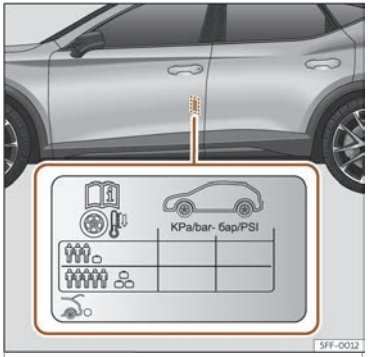

Fig. 219 Localización do adhesivo da presión de inflamento dos pneumáticos.
- Adapte a presión dos pneumáticos á carga que leva o vehículo››› **fig. 219**.
Os valores da presión de inflamento están indicados na etiqueta adhesiva situada na parte posterior do marco da porta dianteira esquerda››› **fig. 219**.
A presión dos pneumáticos débese adaptar á carga actual do vehículo. Se o vehículo vai ir cargado ao máximo, debe aumentar a presión de inflamento ao valor máximo de carga indicado na etiqueta adhesiva››› **fig. 219**.
No caso dunha roda de emerxencia minimizada (125/70 R18), inflar ata 4,2 bar de presión segundo se indica na etiqueta de presión dos pneumáticos››› **fig. 219**.
- **O condutor é responsable de que todos os pneumáticos do vehículo estean inflados á presión correcta. A presión de inflamento recomendada vén indicada nun adhesivo ››› fig. 219.**
- **Cos pneumáticos en frío, deberase manter sempre a presión indicada no adhesivo ››› fig. 219.**